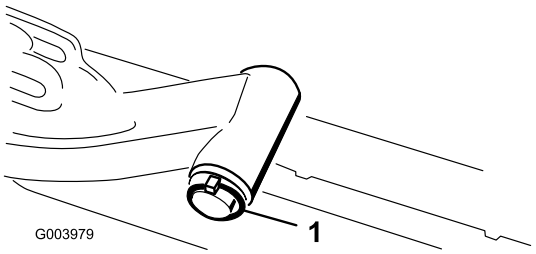

**Figura 11**
A. Retire el pasador de seguridad y la arandela que fijan el eje pivotante del brazo de elevación al brazo de elevación, y deslice el eje pivotante fuera del brazo de elevación (Figura 11).
C. Introduzca el eje del brazo de elevación en el brazo de elevación y fíjelo con la arandela y el pasador de seguridad (Figura 11).